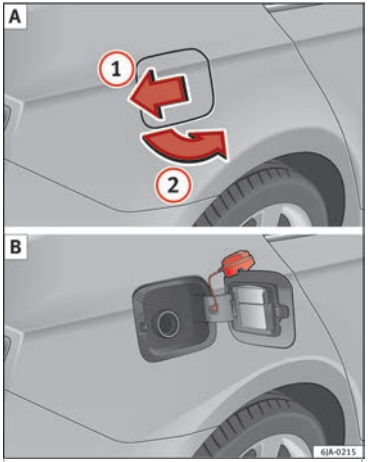

Fig. 49 Vehicle as seen from the rear right: fuel tank flap/fuel tank flap with tank unscrewed cap attached.
- Press the fuel tank flap in the direction of the arrow (1) ››› **Fig. 49 A** and open it in the direction of the arrow (2).
- Rest it on the upper part of the fuel tank flap ››› **Fig. 49 B**.